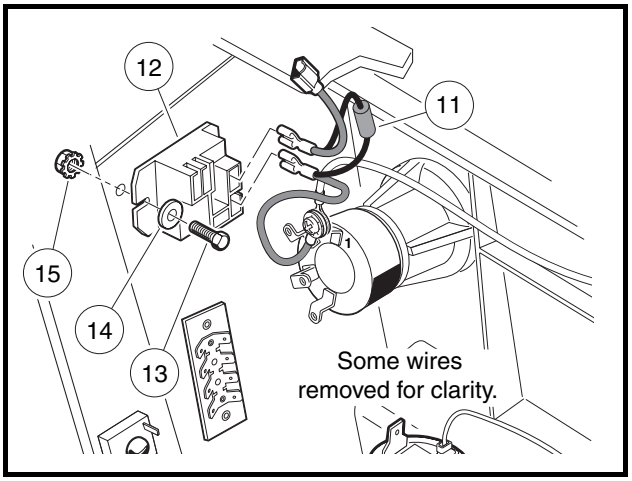
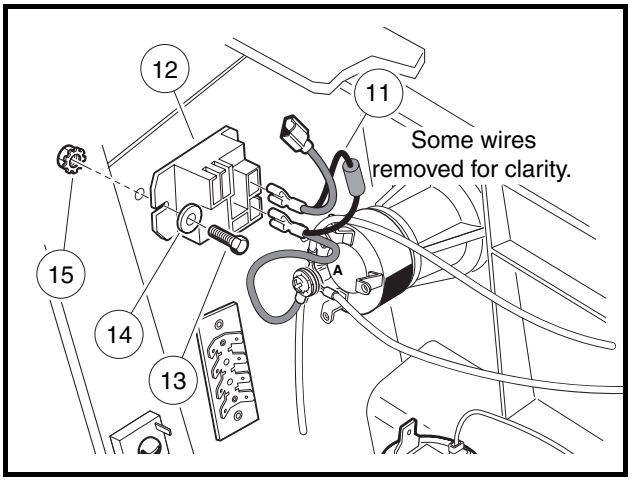

Figure 12-37 Brake Light Relay – Pedal-Start Vehicle
Figure 12-38 Brake Light Relay – Key-Start Vehicle
4. Remove the two voltage suppressor wires (11) from the coil terminals of the brake light relay (12) **(Figure 12-37, Page 12-33 or Figure 12-38, Page 12-33)**.
6. Remove the two nuts (15), two screws (13), and two washers (14) from the brake light relay (12).
1. Secure the brake light relay (12) to the vehicle frame as shown with two screws (13), two washers (14), and two nuts (15) **(Figure 12-37, Page 12-33 or Figure 12-37, Page 12-33)**. Tighten nuts to 30 in-lb (3.4 N·m)
2. Connect the two wires from the voltage suppressor (11) to the coil terminals on the brake light relay (12) as shown.